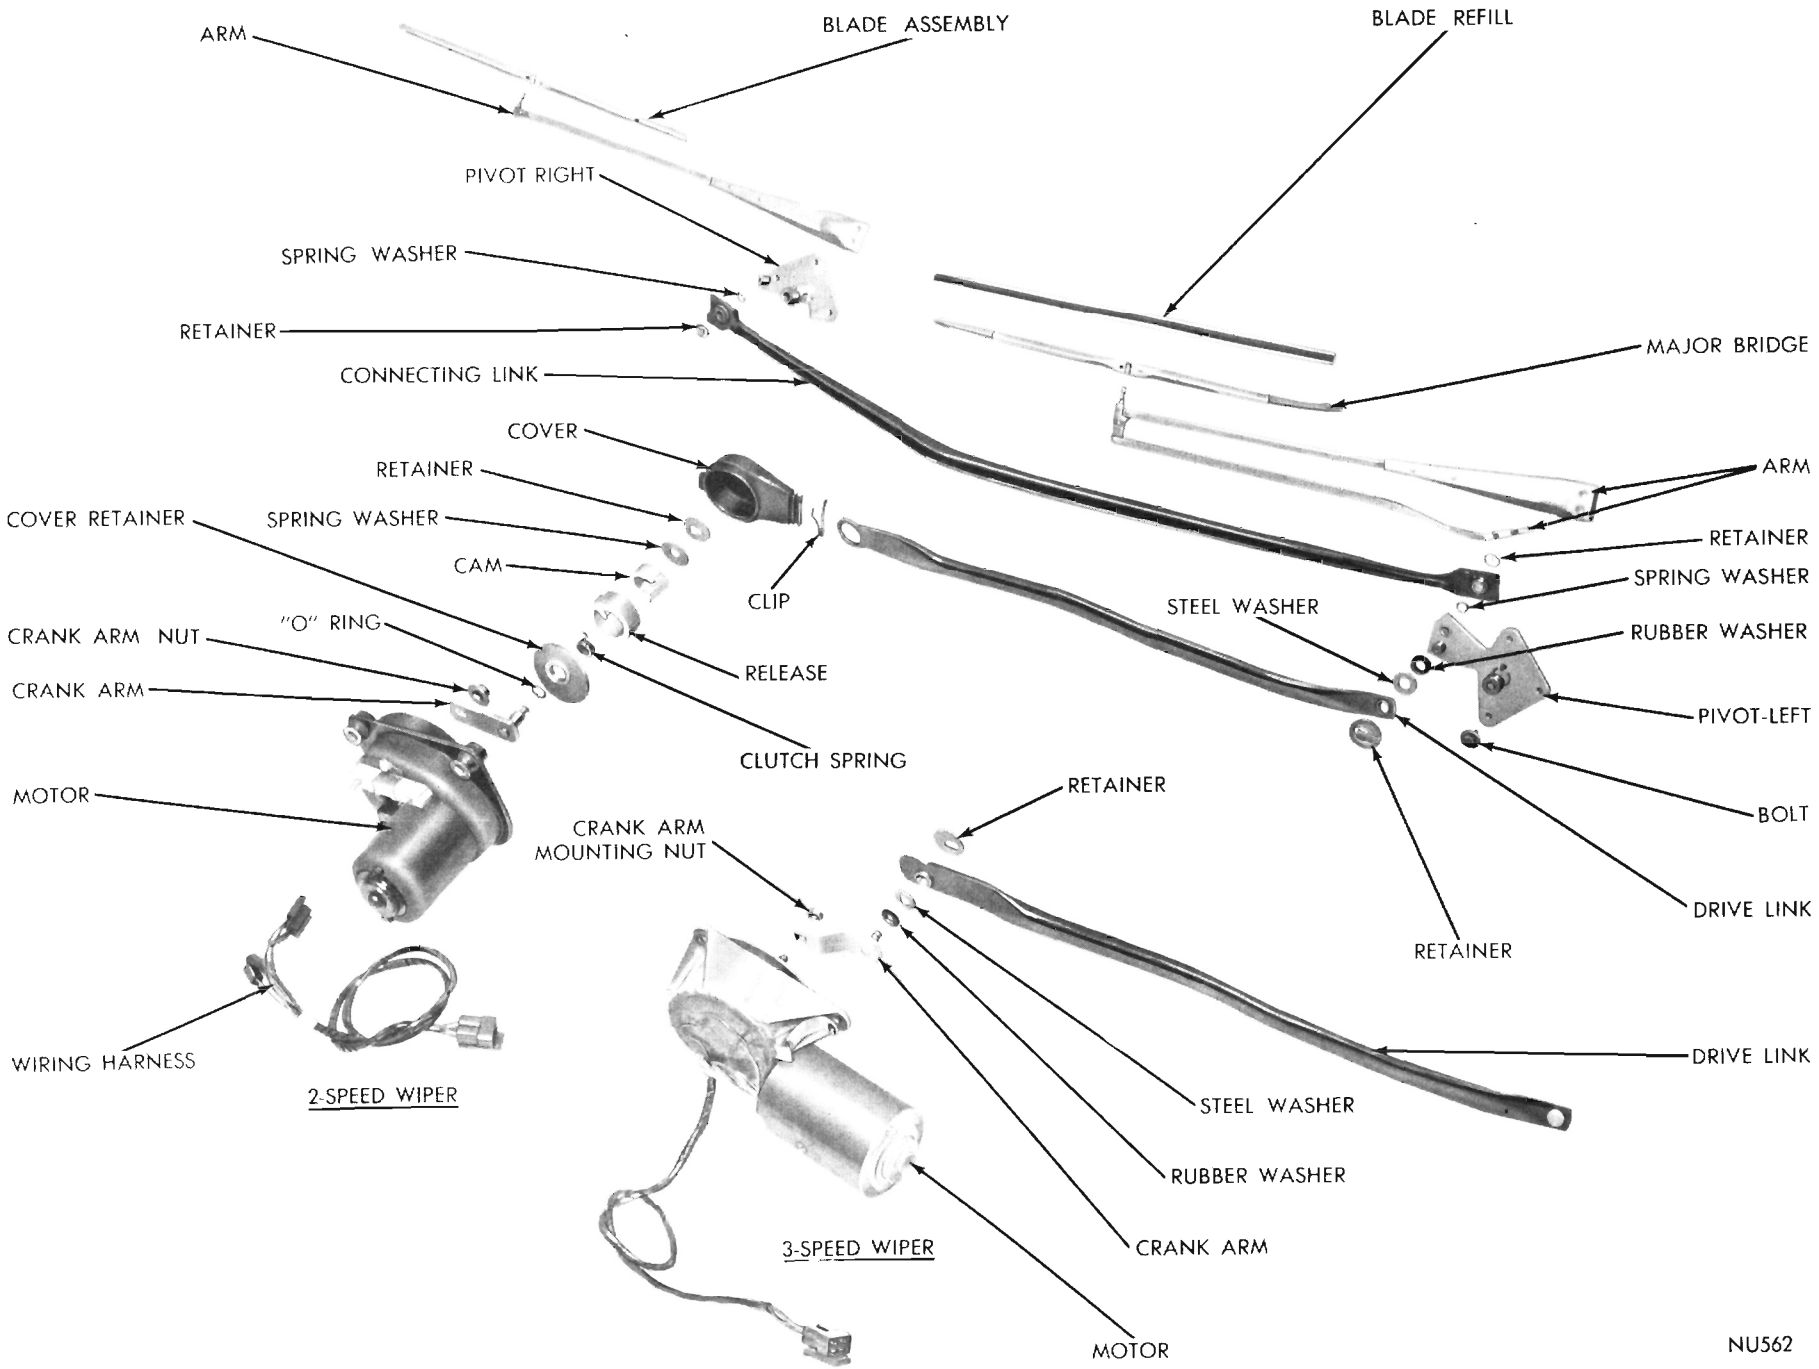

Fig. 8—Wiper System (Fury and V.I.P.)
(5) Remove links and left pivot through cowl top opening. The linkage can be serviced on bench after links are removed from the vehicle. (Refer to Figure 8).